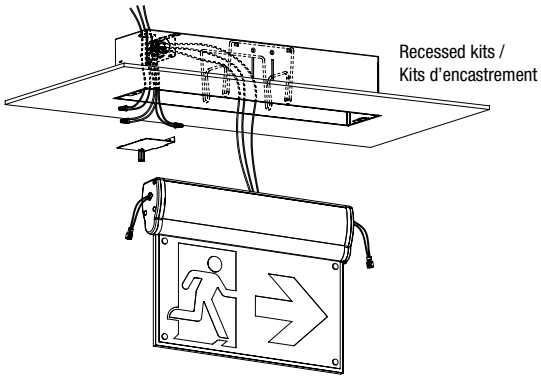

Fig. 6
8. Route AC wires from the fixture into the J-box. Make proper electrical connections at the J-box in the metal housing; refer to "ELECTRICAL CONNECTIONS". Restore the J-box cover after wire connections, insert one side first and snap in another side (see Fig.6).
8. Acheminez les fils CA depuis le luminaire vers la boîte de jonction. Effectuez les raccordements électriques appropriés au niveau de la boîte de jonction située dans le boîtier métallique ; reportez-vous à la section « RACCORDEMENTS ÉLECTRIQUES ». Remettez le couvercle de la boîte de jonction en place après les raccordements, en insérant d'abord un côté puis en encliquetant l'autre (voir fig. 6).